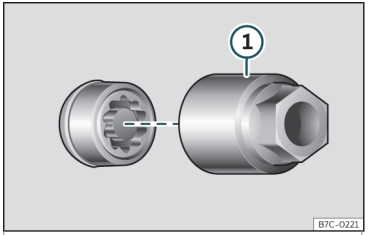

Fig. 36 Tornillo antirrobo de la rueda con capuchón y adaptador.
- Encaje el adaptador especial>>> **fig. 36** ① (herramienta de a bordo>>> **pág. 46**) en el tornillo antirrobo de la rueda hasta el tope.